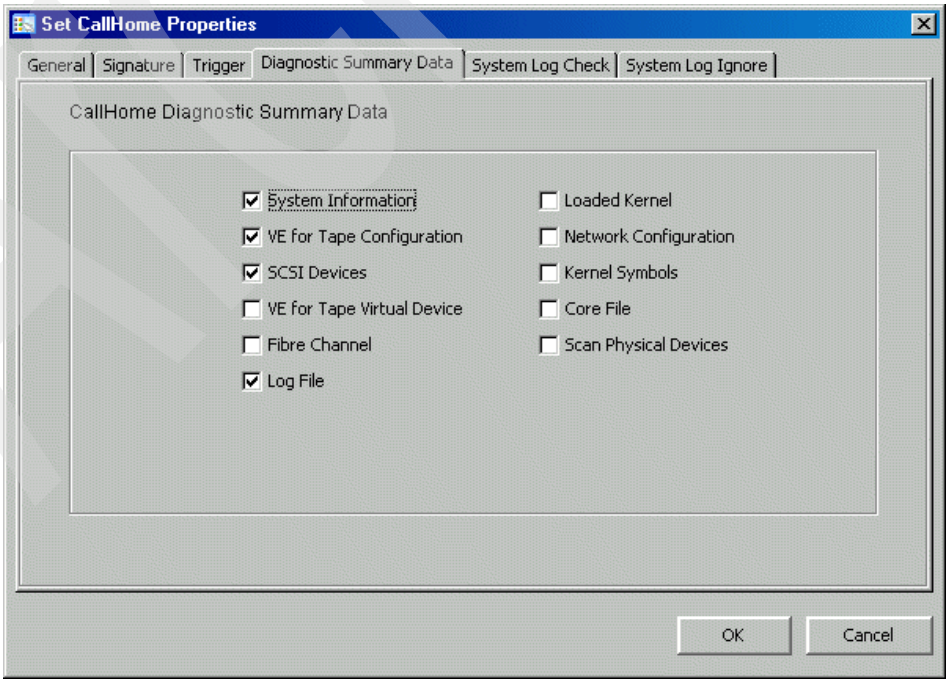

Figure 6-12 Diagnostic Summary Data tab
- The *Diagnostic Summary Data tab* (Figure 6-12) gives you alerts based on diagnostic summary data. We recommend that you select (enable) all of options on this tab and monitor which alerts are necessary for your environment before you disable them.